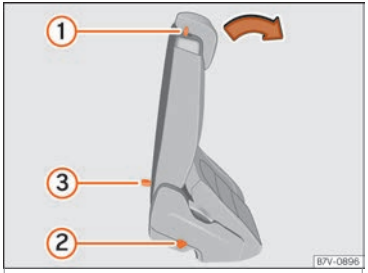

Fig. 162 Second seat row: accessibility controls.
- Push the lever ››› Fig. 162 ① forwards and fold the backrest of the rear seat. This seat folds forward completely ››› ⚠ and can still be moved further forward.
- Make sure that the rear seat is securely engaged so that the seat belts can provide proper protection in the rear seats. The red mark ››› Fig. 162 ② should no longer be visible ››› ⚠ in Folding down rear seats to create load space on page 160.
If the lever ››› Fig. 162 ① does not work, e.g. after an accident, the seats on the second row can be folded forwards from the third row to allow vehicle occupants of the third row of seats to get out of the vehicle ››› ⚠.
- Pull the handle ››› Fig. 162 ③ back and fold the backrest of the rear seat. The complete rear seat folds forward ››› ⚠.
- **A red mark on the side of the seat ››› Fig. 162 ② indicates that the seat backrest is not engaged. The mark is no longer visible when it is correctly engaged.**